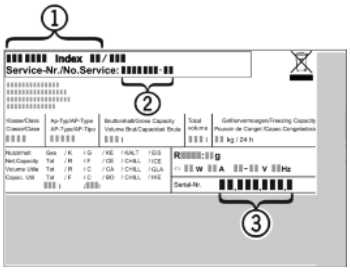

Fig. 14
▶ Gerätebezeichnung *Fig. 14 (1)*, Service-Nr. *Fig. 14 (2)* und Serial-Nr. *Fig. 14 (3)* vom Typenschild ablesen. Das Typenschild befindet sich an der linken Geräteinnenseite.
▶ Den Kundendienst benachrichtigen und den Fehler, Gerätebezeichnung *Fig. 14 (1)*, Service-Nr. *Fig. 14 (2)* und Serial-Nr. *Fig. 14 (3)* mitteilen.